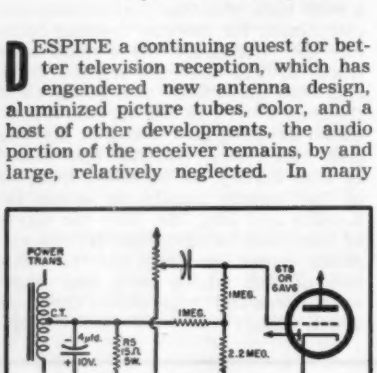

Fig. 1. Improved first audio amplifier.
An alternative arrangement is shown in Fig. 1. Here a negative voltage is taken from the receiver power supply and applied to the grid of the 6T8. Variations in make and models of receiver may require slight changes in the value of R_5 to provide the amount of bias needed to eliminate clipping at normal listening level. This value will usually be on the order of 1 to 2 volts negative.
Fig. 1. (A) The approximate construction. (B) schematic symbol, and (C) base pin connections for the General Electric 3N30 (ZJ7-2) junction tetrode transistor unit.